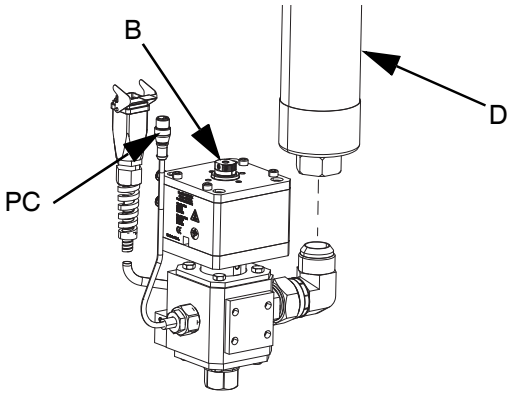

FIG. 21
7. Si se utilizan dos mangueras, conecte la manguera de suministro 2 (D) al racor de entrada de la válvula dosificadora (B). Si solo se utiliza una manguera, conecte la manguera de suministro 1 (C) al racor de entrada de la válvula dosificadora (B). Consulte la FIG. 21.